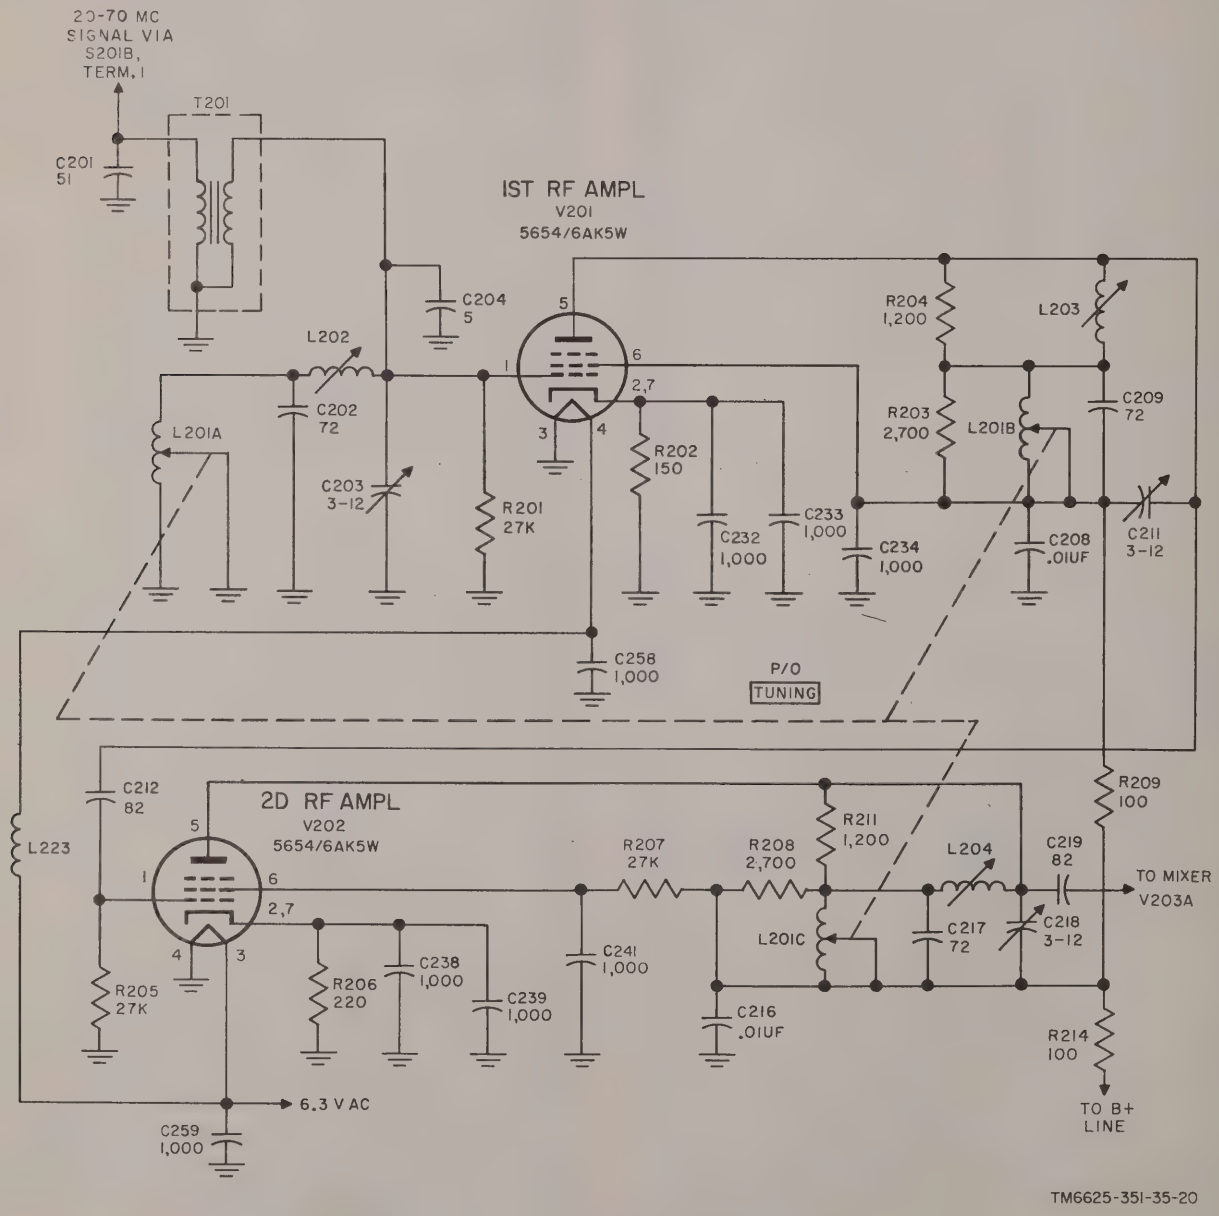

Figure 21. First and second rf amplifiers (20-70 mc), schematic diagram.
(2) *70-220-mc section.* The 70-220-mc section functions identically with the 20-70-mc section, except that selector S201 must be set to the higher frequency band for its operation. First and second rf amplifiers V204 and V205, mixer V206A, and oscillator V206B serve the same purpose as described in (1) above, with the oscillator also tracking 10.7 mc above the incoming rf signal.
35. Rf Tuner, Analysis of 20-70-Mc Amplifiers (fig. 21)
b. Second Rf Amplifier V202 (fig. 21). The signal voltage from first rf amplifier V201 is amplified by second rf amplifier V202 and coupled to mixer stage V203A. The input signal voltage is developed across grid resistor R205. Cathode bias is developed by the voltage drop across R206, which is bypassed by C238 and C239.